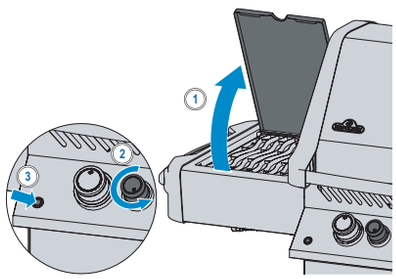

Abb. 2
4. Falls der Brenner nicht zündet, drehen sie den Bedienknopf im Uhrzeigersinn zurück auf AUS. Warten Sie fünf Minuten. Wiederholen Sie Schritt 2 und 3. (Abb. 2)